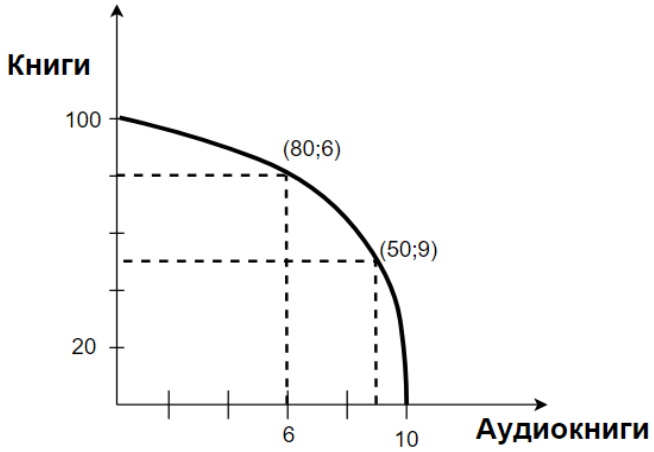

Рисунок 1.
1. Экономика некоторой страны находится на границе своих производственных возможностей, которые отражены на графике (рис.1):